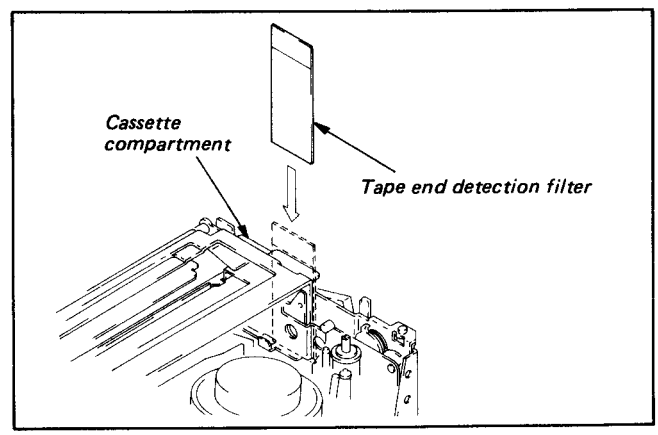

Fig. 3-3
3) Place the tape end detection filter in the space between the cassette compartment and the END sensor light receiving portion. (See Fig. 3-3)